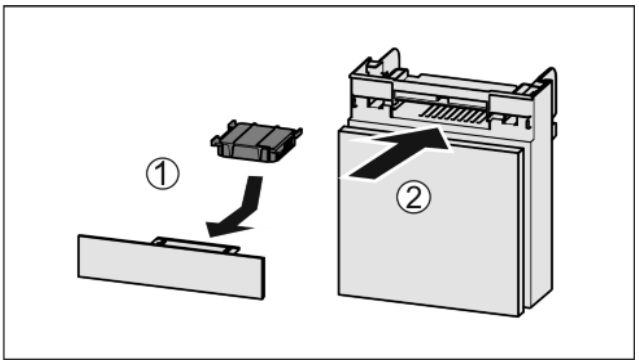

Fig. 37
▶ Insert the carbon filter as shown in the diagram *Fig. 37 (1)*.
▶ Push the compartment in *Fig. 37 (2)*.